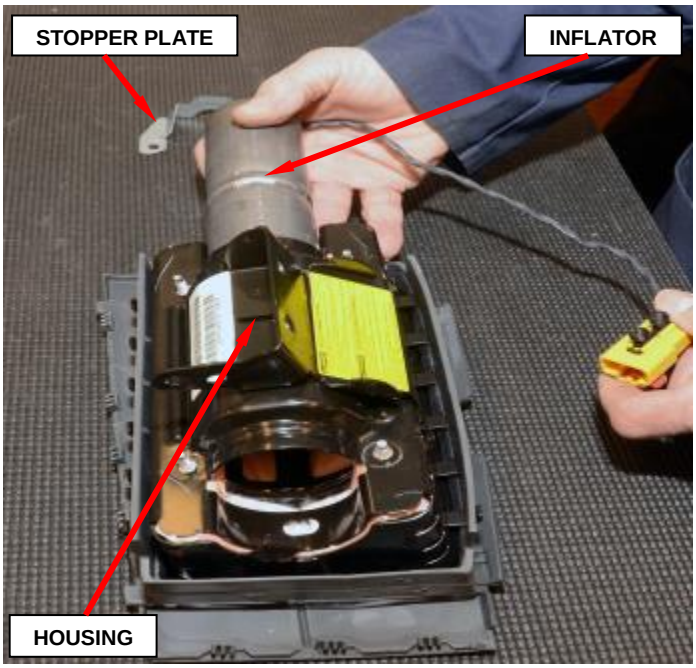

Figure 60 – Inflator Removal
f. Slide the inflator out of the housing (Figure 60).